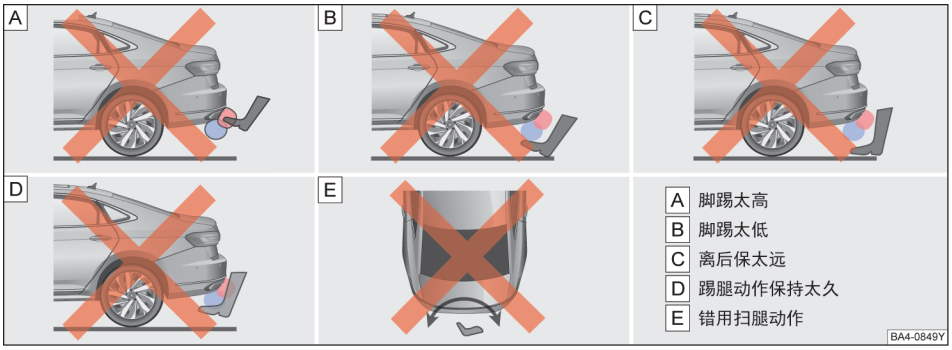

图 63 脚踢激活感应式行李厢盖开启的错误动作示范
2、脚踢太高、太低或是离后保太远→ 图 63 A、B、C
3、踢腿动作在后保下保持太久（超过 1 秒）→ 图 63 D
4、使用错误的踢腿动作（比如：来回扫腿）→ 图 63 E ◁